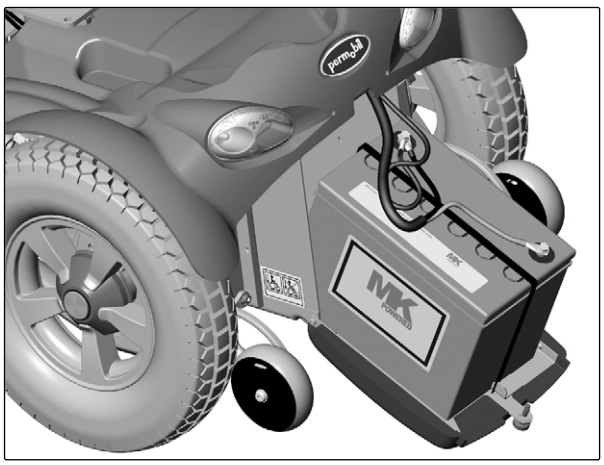

Abb. 8. Anschluss der hinteren Batterie.
4. Ziehen Sie die Batterie am Batteriegurt gerade heraus, s. Abb. 8.